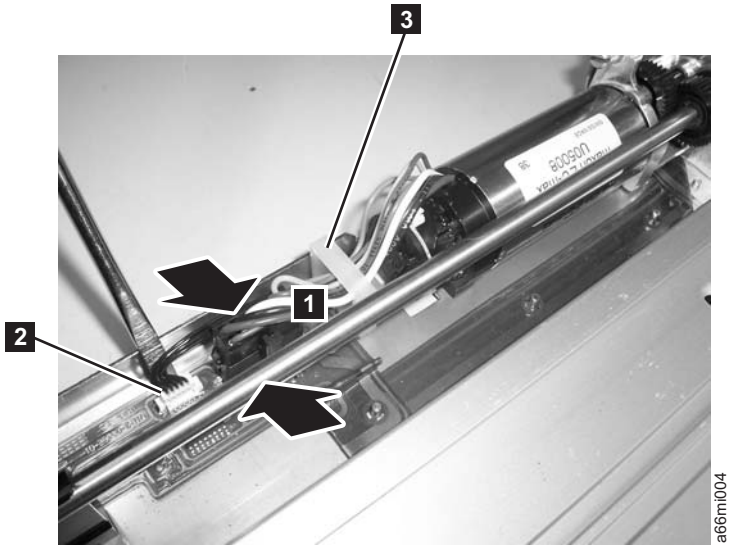

Figure 7-62. Y motor connector
4. Remove the large black connector. See Figure 7-62 on page 7-61.
a. Pinch the latch (**1** in Figure 7-62 on page 7-61) on the cable connector.